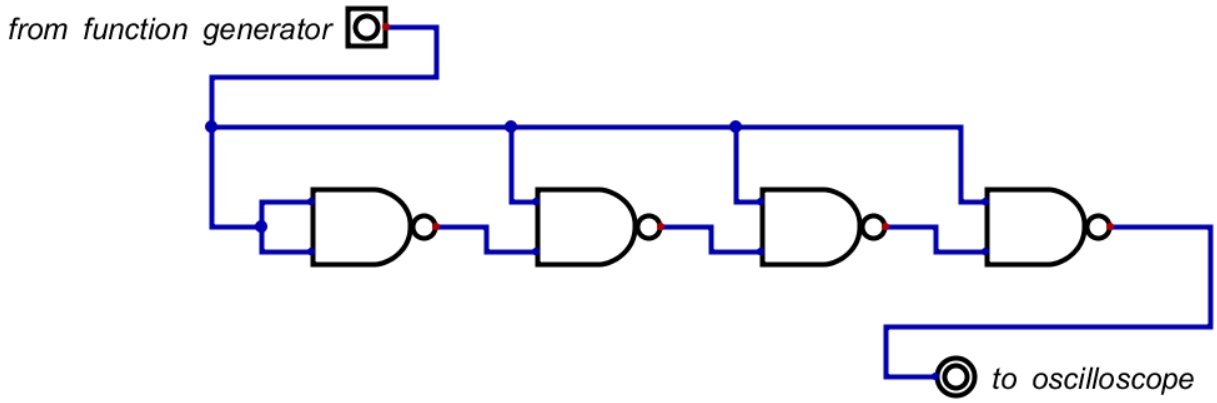

Fig. 11: Setup for glitch measurement
- Modify the circuit according to Fig. 11